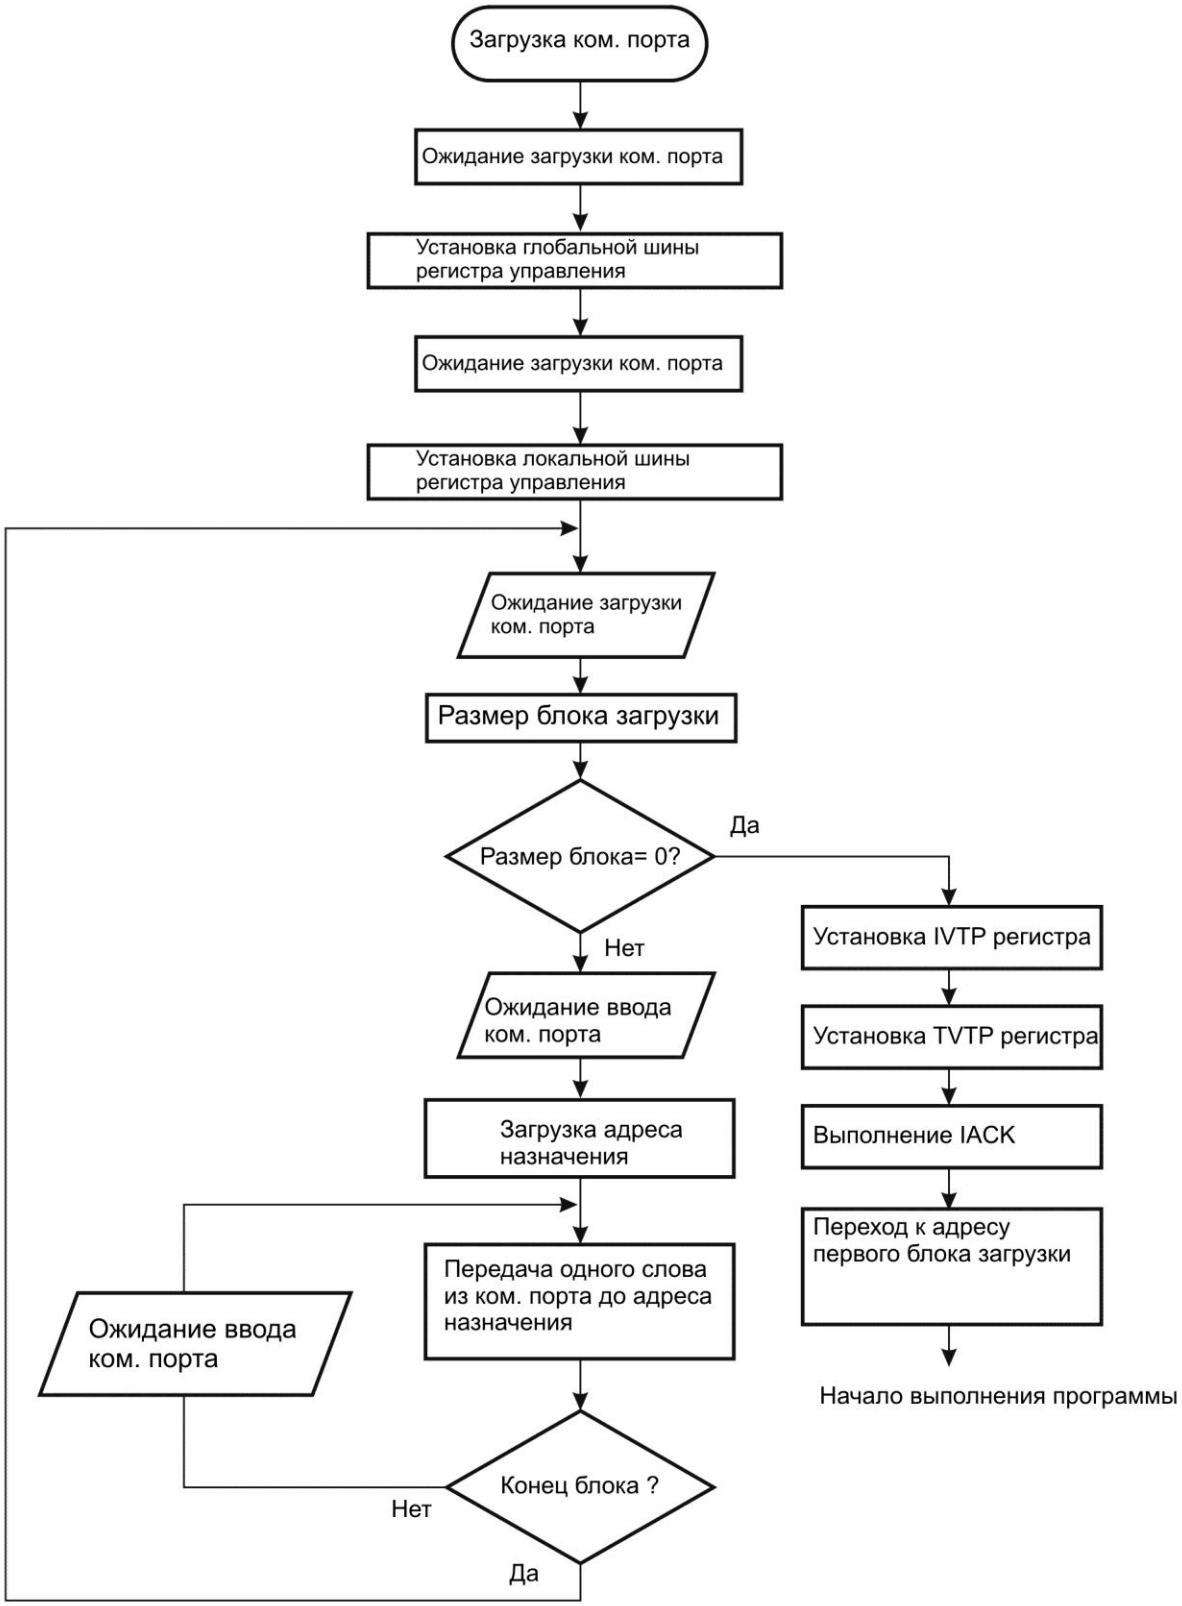

Рисунок 5.106 – Порядок установки режима работы ЦОС в ходе работы загрузки через коммуникационные порты
- загрузка через коммуникационные порты. Загрузчик ждет первого ввода данных от одного коммуникационного порта из шести. Формат поступающего потока данных является подобным потоку данных при загрузке из внешней памяти, за исключением того, что нет шага выбора разрядности входных данных. Рисунок 5.106 показывает порядок установки режима работы ИС в ходе загрузки исходной программы через коммуникационные порты;
- если ни одна из комбинаций битов (3-1) регистра IIF (000_2–110_2) не определяется (IIF(0) = 1), то загрузчик переходит в режим загрузки через коммуникационные порты и начинает проверять входные каналы коммуникационных портов, начиная с нулевого порта и заканчивая пятым. Если загрузчик не обнаруживает никаких входных данных от коммуникационных портов, то программа загрузчика возвращается к проверке состояния выводов IIOF3_1# − IIOF0_1#, IIOF3_2# − IIOF0_2# снова, см. рисунок 5.106 для детального рассмотрения работы загрузчика в режиме загрузки от коммуникационных портов;